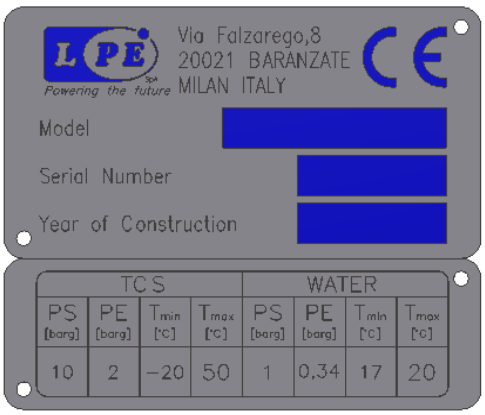

fig. 7.1
5. Give back the Bubbler's nameplate (*fig. 7.1*) to LPE.